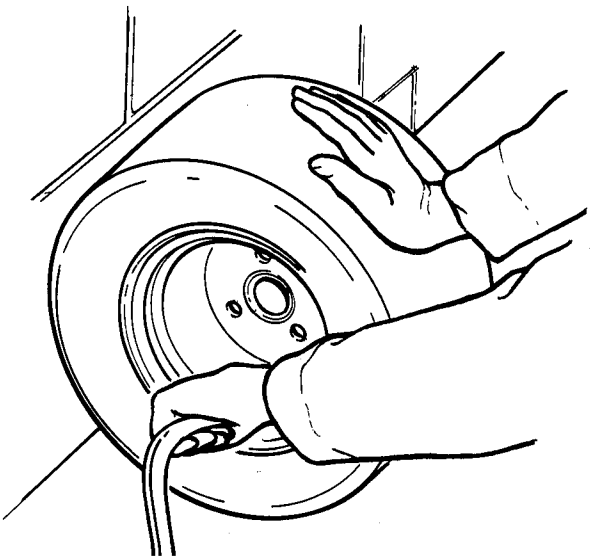

Figure 4 - Tire Removal and Installation
2. TIRES (Figure 4)
c. If tire machine is unavailable, loosen both tire beads by applying pressure to tire walls, Step I, Figure 4.
f. With valve stem side up, carefully start upper bead over edge of wheel rim with tire tool, Step II, Figure 4.
g. When top bead is free of rim, shift lower bead into rim well on one side of wheel and insert tire tool on opposite side. ~~Pry lower~~ bead over rim flange, Step III, Figure 4.
f. Place tire upright against wall and push against tire on side opposite wall, Figure 4. This three point contact will tend to bring bead out in contact with rim so that internal pressure is formed and beads snap into place when air is applied through valve stem.